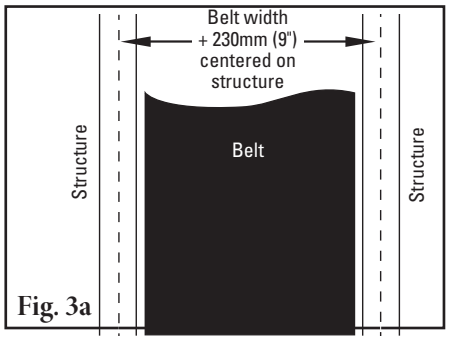
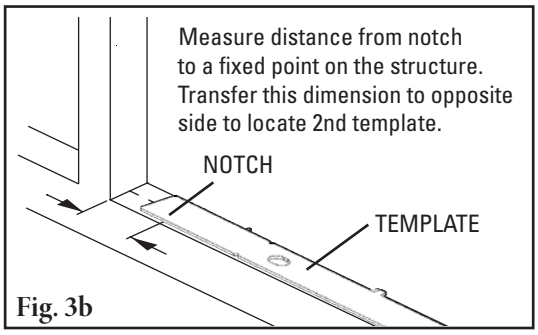

Fig. 3a
Fig. 3b
3. **Locate mounting templates.** Measure and mark where the center of the template will sit on the structure by measuring belt width + 230mm (9") and centering this on the structure (Fig. 3a). Often this can be centered on the holes left from the previous idlers. Lengthwise, center template over the center mark from Step 2. Align notches on mounting templates with marks on structure and mark all the holes (Fig. 3b). Drill or torch holes. Included mounting bolts should fit freely through the holes.